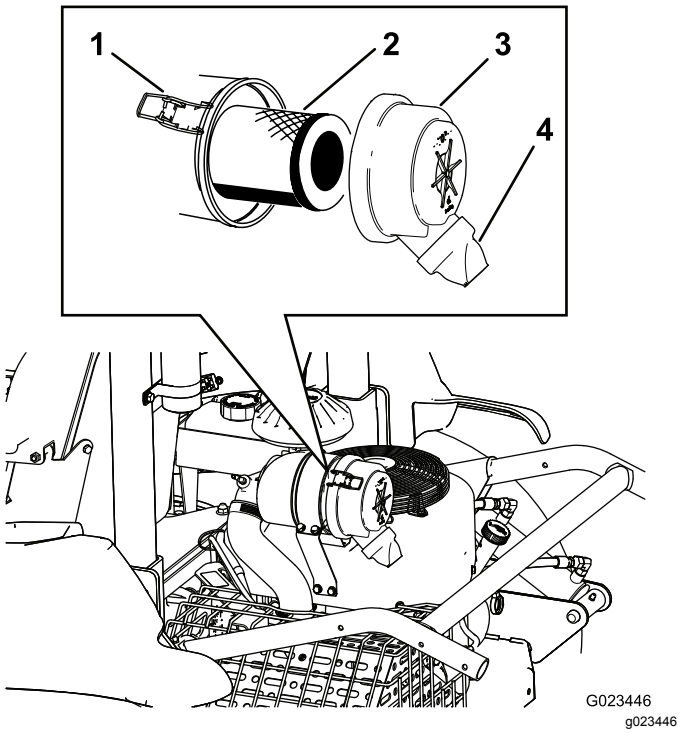

Figuur 42
2. Maak de sluitingen los waarmee het deksel van het luchtfilter is bevestigd aan het luchtfilterhuis (Figuur 42).